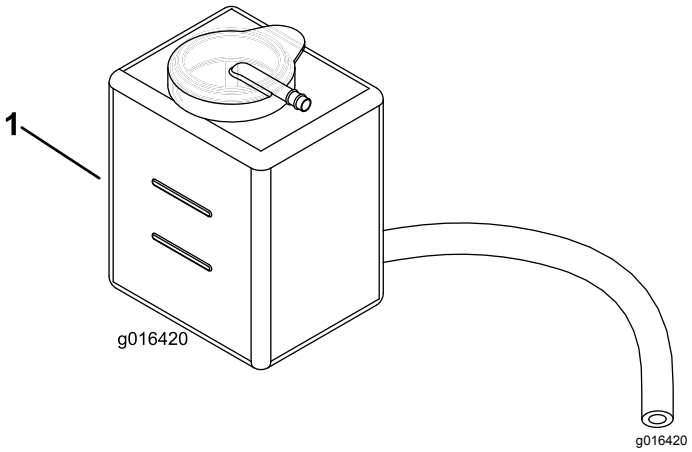

Figur 25
2. Kontroller kjølevæskenivået (Figur 25). Det skal være mellom linjene på reservetanken når motoren er kald.